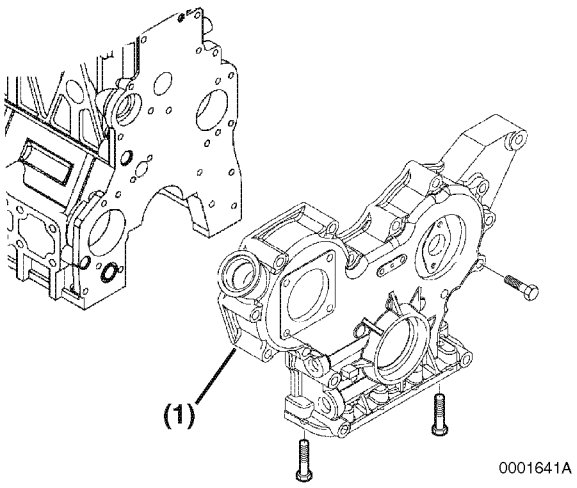

Figure 6-88
4. Remove the gear case cover **(Figure 6-88, (1))**.